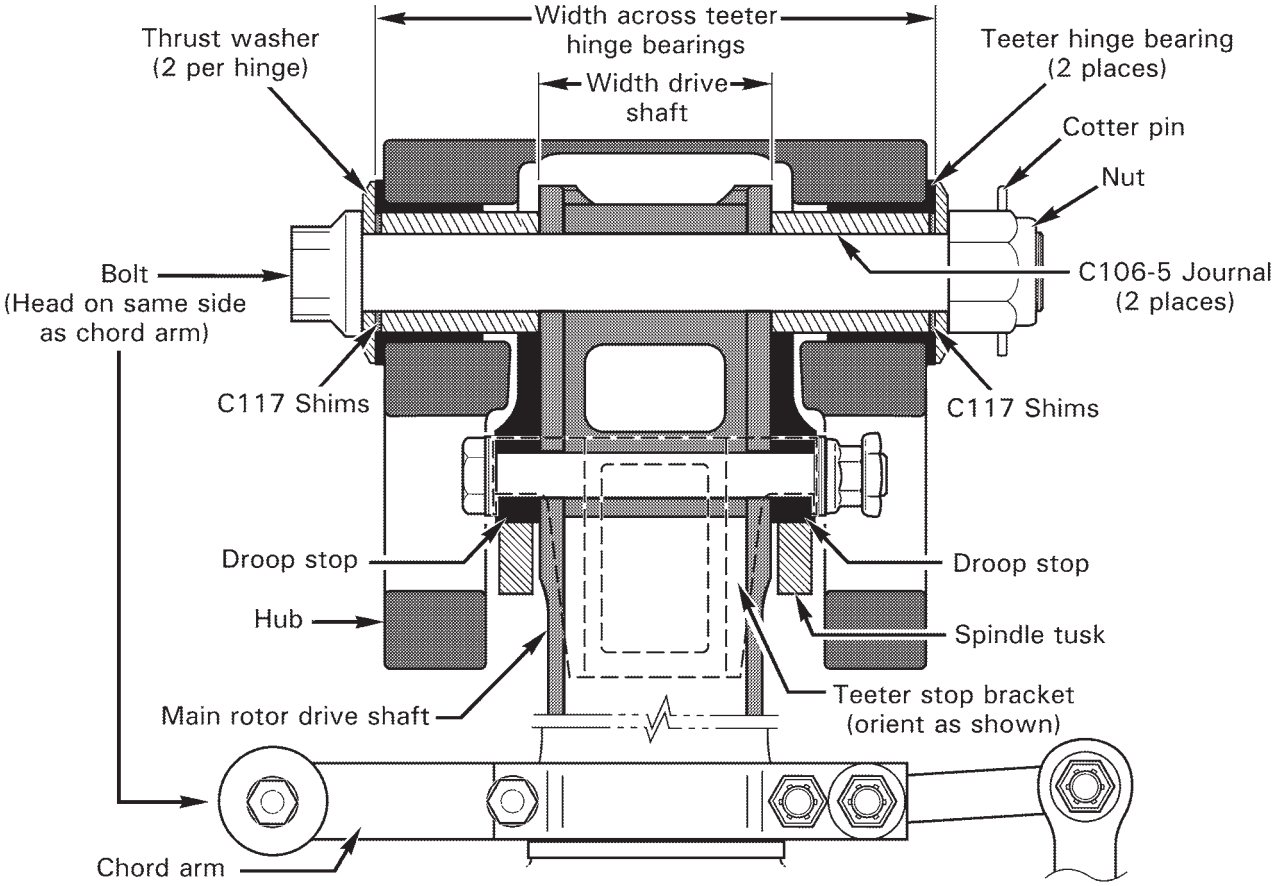

FIGURE 62-2 TEETER HINGE (HUB INSTALLATION)
2. Refer to Figure 62-2. Mark rotor hub using a grease pencil or soft marker as follows:
3. Refer to Figure 62-2. Reinstall teeter hinge bolt, thrust washers, shims, and journals exactly as removed. If previously installed information is unavailable, perform teeter hinge journal and shim calculation per Section 62-31. Ensure journals are clear of droop stops and fully contact drive shaft.